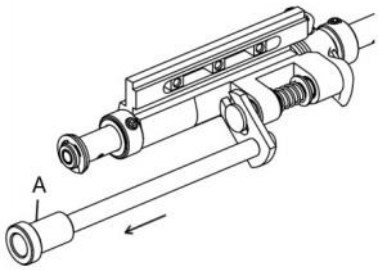

图 9
2. 在穿下弯针线时应将下弯针架拉杆 A（图 9）沿箭头方向拉出使下弯针架向前弹出，然后进行穿线。